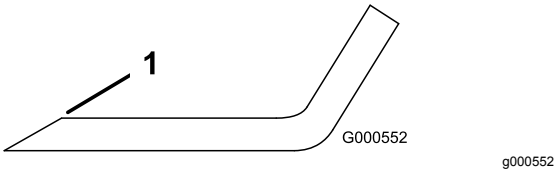

Figur 57
1. Slipa eggarna i båda ändarna av kniven med en fil (Figur 57).
Obs: Om kniven inte är balanserad kan du fila bort lite metall från knivens segeldel (Figur 57).